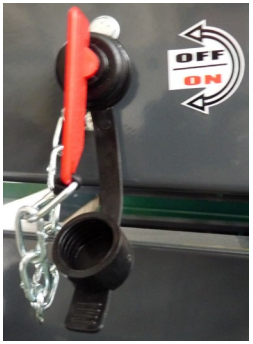

Fig.16
- **Stacca batteria:** consente di escludere l'impianto elettrico (fig.16).